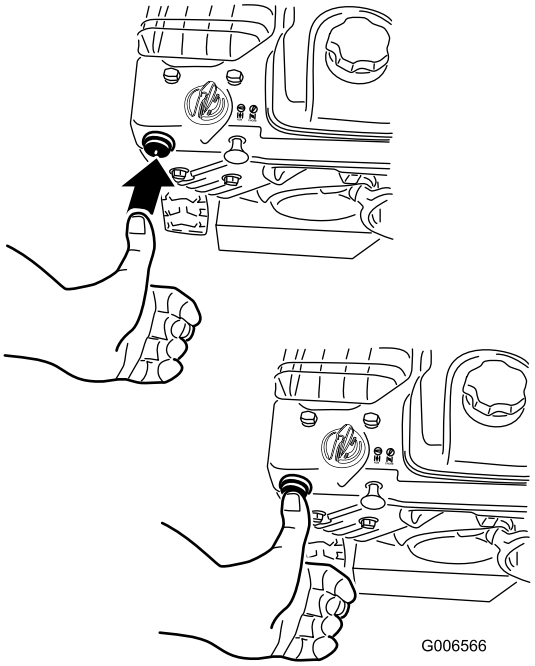

Figur 26
4. Tryk spædepumpen godt ind med tommelfingeren 2 gange (-9° C eller derover) eller 4 gange (mindre end -9° C), idet du hver gang trykker et sekund, før du slipper (Figur 26).